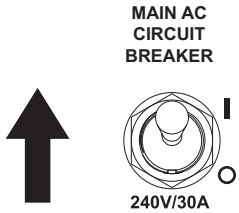

Figure 3-46. Main AC Circuit Breaker ON (I)
11. See *Figure 3-46*. Switch main circuit breaker to ON (I).